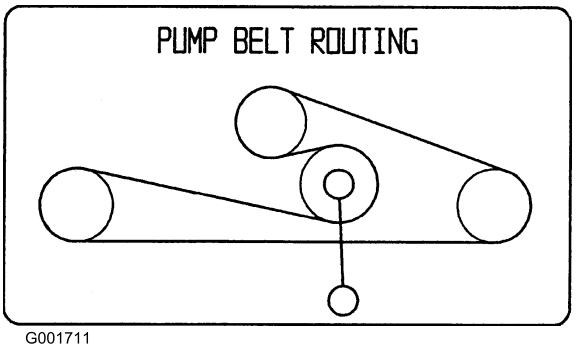

Figur 59
1. Dra den fjäderbelastade remskivan nedåt och ta bort drivremmen från motorns och hydropumpens remskivor (Figur 59). Ta bort remmen mellan skivorna.
2. Montera den nya remmen runt motorns och hydropumpens remskivor (Figur 59).
3. Dra den fjäderbelastade remskivan nedåt och justera drivremmen. Minska spänningen på den fjäderbelastade remskivan (Figur 59).